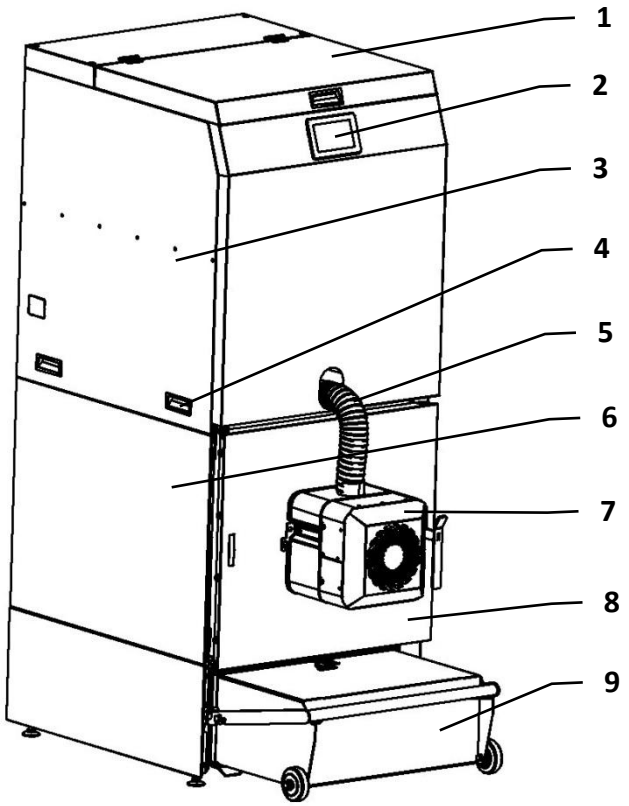

Abb. 1. Vorderansicht des Kessels mit integriertem Vorratsbehälter, mit:
Je nach Konfiguration kann der Kessel mit einem integrierten Brennstoffvorratsbehälter (3) ausgestattet sein – siehe Abb. 1 und 2. Diese kompakte Lösung benötigt nur eine geringe Stellfläche und ist ideal für Heizräume mit beengtem Platzangebot. Auf der Frontseite des integrierten Vorratsbehälters befindet sich das Bediengerät des Reglers (2). Die Beförderung der Pellets vom Vorratsbehälter (3) über einen flexiblen Schlauch (5) zum Brenner (7) erfolgt über eine horizontale Förderschnecke.